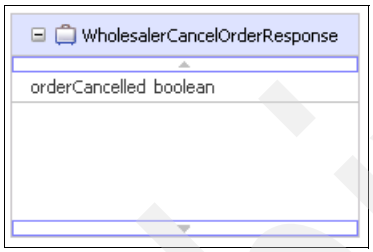

Figure A-23 WholesalerCancelOrderResponse business object
4. Create the business object *WholesalerCancelOrderResponse* (Figure A-23).